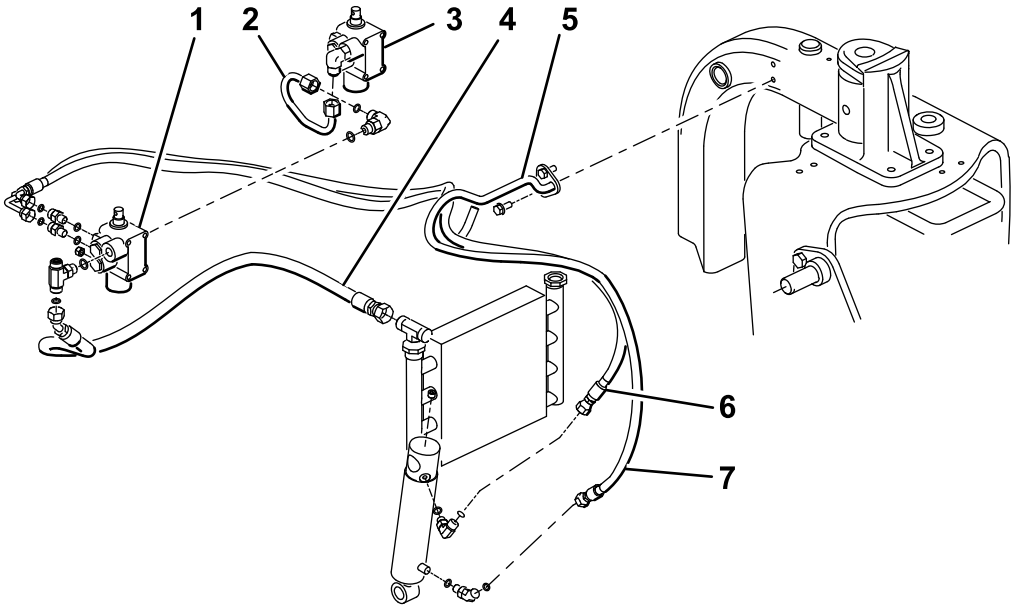
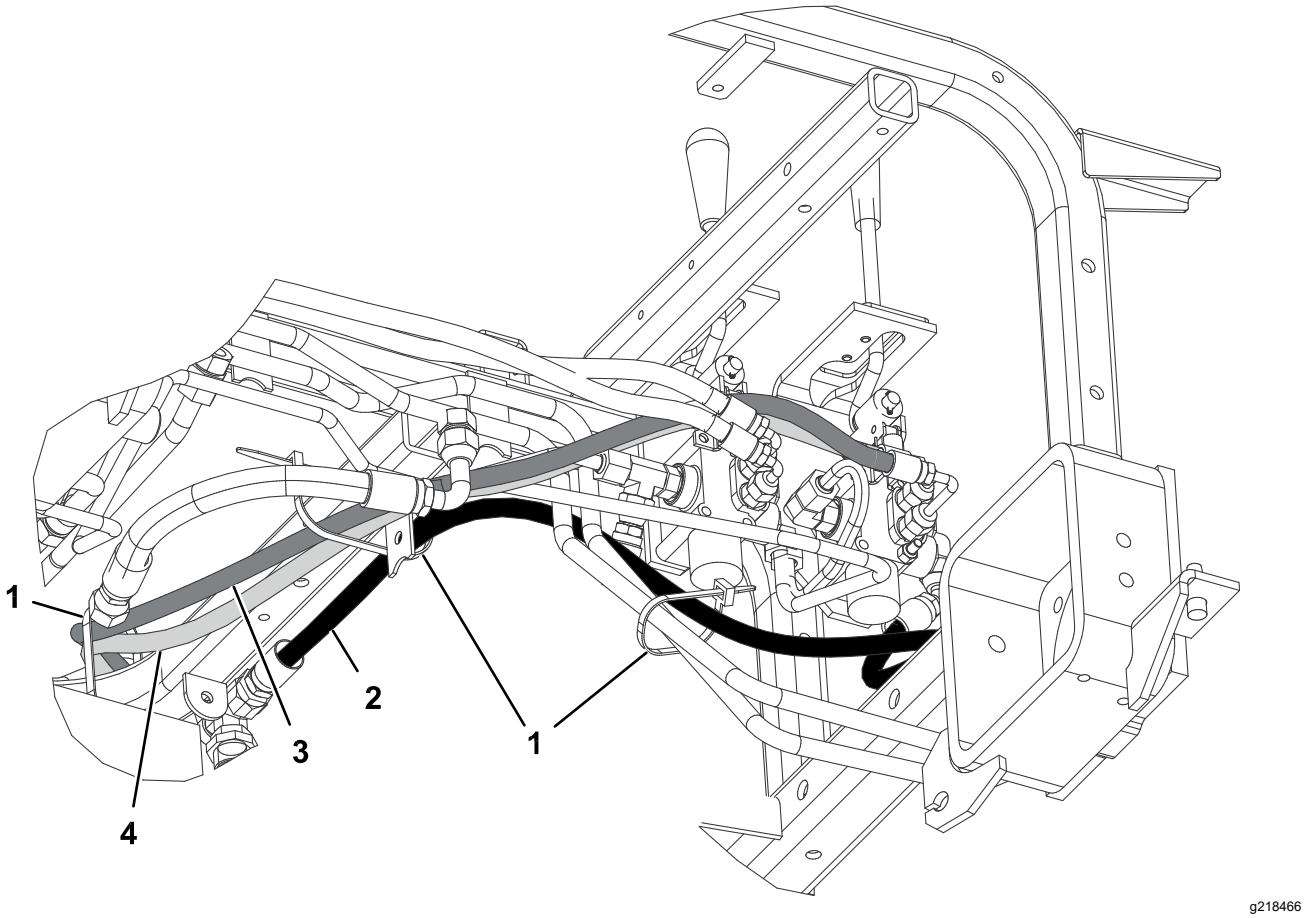

Figur 22
Figur 23
1. Forbind rørenheden (delnr. 108-8447) med 90°-fittingen på venstre side af den nye ventil og den nymonterede 90°-fitting på den eksisterende løfteventil (Figur 22).
2. Forbind T-fittingen med hydraulikslangens 45°-endestykke (delnr. 108-8449) med den åbne ende af T-fittingen på højre side af ventilen og slangens lige endestykke på den tomme oliekølerfitting (Figur 22). Se Figur 23 og Figur 24 for at få oplysninger om slangeføringen.
4. Forbind hydraulikslangens korte 90°-fittingendestykke (delnr. 108-8453) med den øverste lige fitting bagpå ventilen. Før slangen gennem spiralslangeholderen, og forbind slangens lige ende med den øverste hydraulikcylinderfitting (Figur 22). Se Figur 23 og Figur 24 for at få oplysninger om slangeføringen.
5. Forbind hydraulikslangens lange 90°-fittingendestykke (delnr. 108-8454) med den nederste lige fitting bagpå ventilen. Før slangen gennem spiralslangeholderen, og forbind slangens lige ende med den nederste hydraulikcylinderfitting (Figur 22). Se Figur 23 og Figur 24 for at få oplysninger om slangeføringen.
8. Fastgør slangerne på maskinen på de punkter, der er vist i Figur 23 og Figur 24, med kabelbånd.